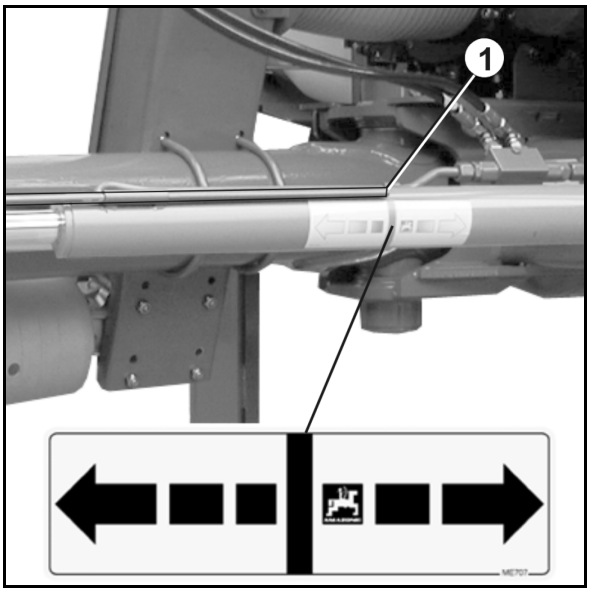

Rys. 40
Przesuwny wspornik postojowy (Rys. 40/1) :
1. Wyjąć składaną zawleczkę (Rys. 40/2).
2. Wyjąć sworzeń (Rys. 40/3).
3. Przy pomocy uchwytu (Rys. 40/4) podnieść / opuścić wspornik.